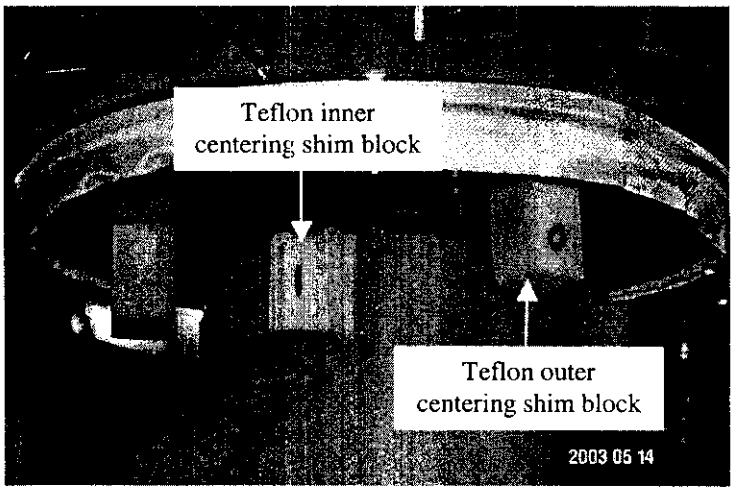

Figure 1.23 The installed Teflon centering shim blocks.
1.23 Center the lower end of the lead in the chimney using the centering shim blocks. The Teflon inner centering shim blocks are labeled with an 'I' and go between the power lead and the lower insulator. The Teflon outer centering shim blocks are labeled with an 'O' and go between the lower insulator and the chimney. The installed Teflon centering shim blocks are shown in Figure 1.23.